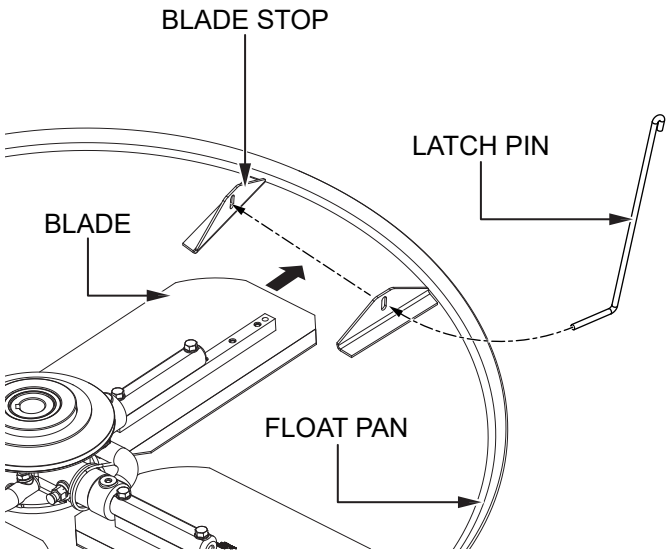

Figure 22. Float Disc Installation (Latch Pins)
1. Lift the trowel just enough to slide the float pan under the blades. Lower the trowel onto the pan with the blades between the blade stops (Figure 22).
3. Route the latch pins through the blade stop holes as shown in Figure 22.